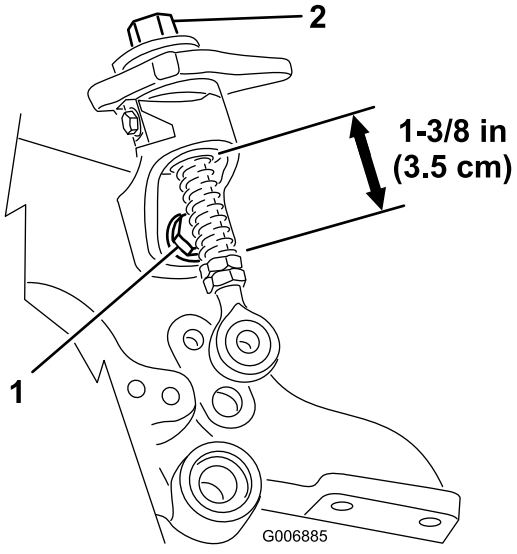

Figure 45
2. Loosen quick-up mounting bolt and make sure threaded rod is in line and not binding on bottom quick-up ramp (Figure 45). Re-tighten bolts.
3. Check the length of the quick-up springs on the threaded rods, the length should be 1-3/8 inch (3.5 cm) long (Figure 45).
4. If the height adjuster knob does not rotate freely, the bushing may be dirty (Figure 45). Clean the bushing if necessary.